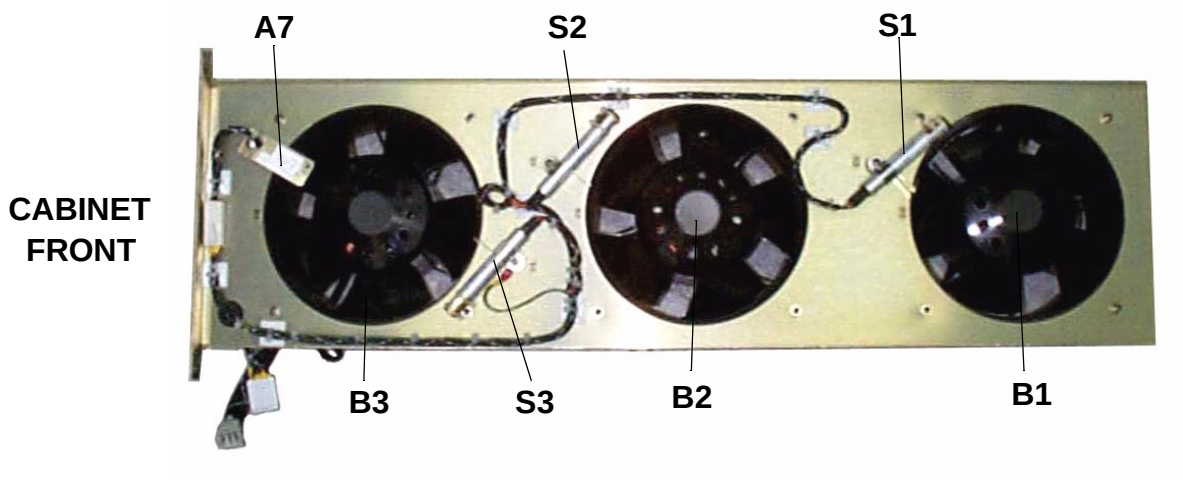
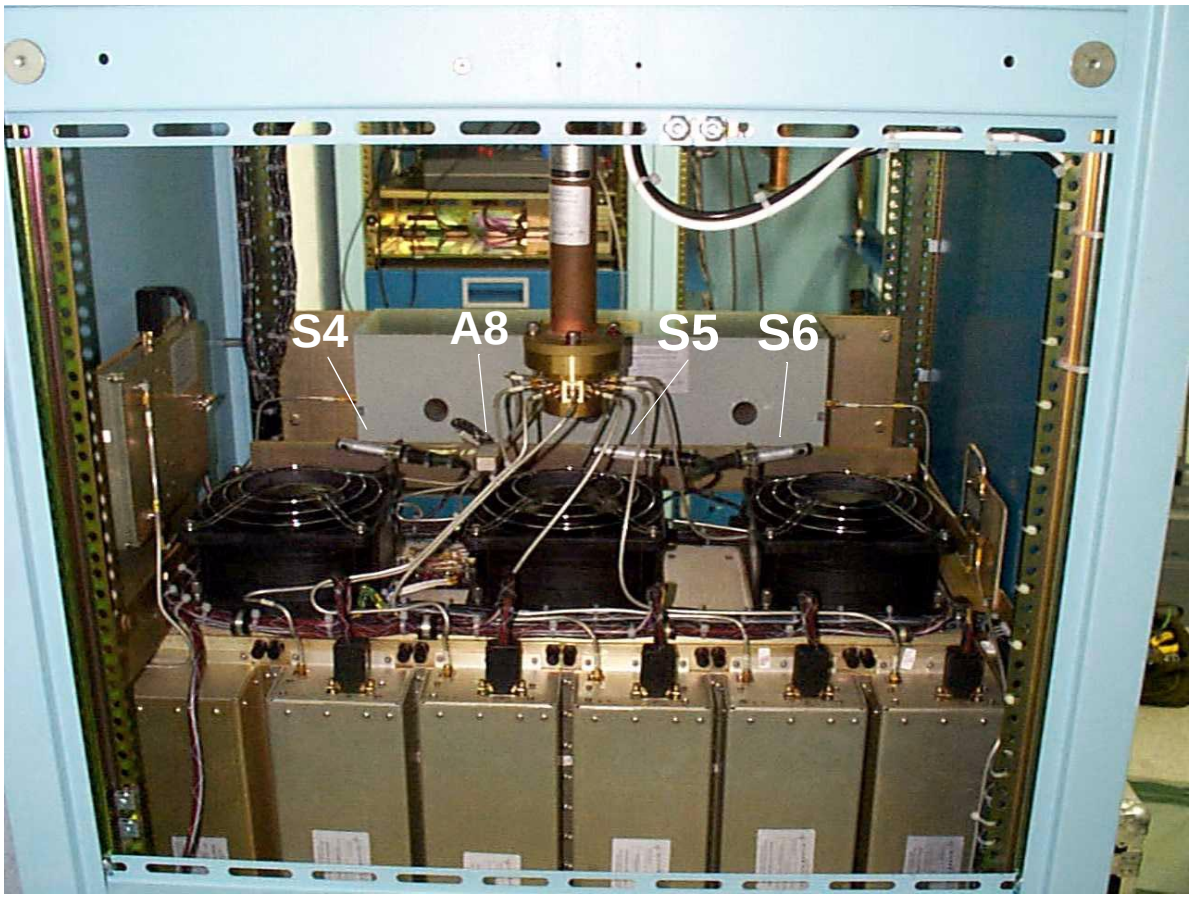

Figure 6-55 Fan Intake Drawer, showing assemblies B1-B3, S1-S3, and A7
Figure 6-56 Exhaust Fan and Temperature Monitoring Sensors, S4-S6 and A8
Prior to replacing switch vane assemblies, make sure to note the exact position and orientation of the switch vane assembly (S1- S6). Improperly positioned fan vanes will cause false fan failures to be detected by the SCMI. Refer to Figure 6-55 and Figure 6-56.
6. Disconnect mating connector of the corresponding cable harness from switch vane to be removed (see Figure 6-55).
3. Disconnect mating connector of the corresponding cable harness from switch vane to be removed (see Figure 6-56).
The thermal detector assemblies A7 and A8 are similar and are used to monitor the temperature level within the power amplifier cabinet. Assembly A7 is used to monitor the temperature at the intake cooling fans (B1 through B3). It is mounted inside the fan drawer of the air intake plenum, which is just above the 23-inch rack chassis for 42V power supply assembly A6 (see Figure 6-55). Access to assembly A7 is made from the front of the power amplifier cabinet assembly by sliding out the fan drawer.
Assembly A8 is used to monitor the temperature at the exhaust cooling fans (B4 through B6). It is mounted on top of the center exhaust fan B5 inside the system cabinet assembly (see Figure 6-56). Access to assembly A8 is made from the left-side cover panel of the power amplifier cabinet assembly.